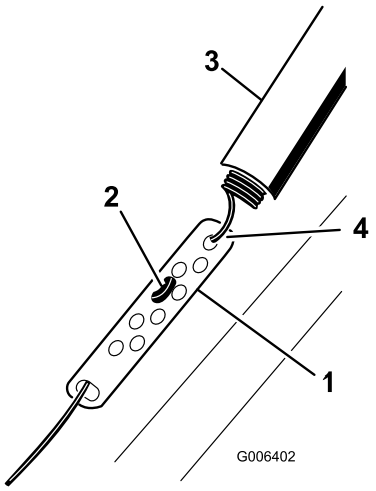

Rysunek 9
1. Przesuń w górę osłonę sprężyny i odczep sprężynę od łącznika regulacyjnego (Rysunek 9).
2. Przesuń mocowanie Z odpowiednio w wyższy lub niższy otwór na łączniku regulacyjnym, aby uzyskać szczelinę 2-3 mm między dźwignią sterującą i uchwytem (Rysunek 9).